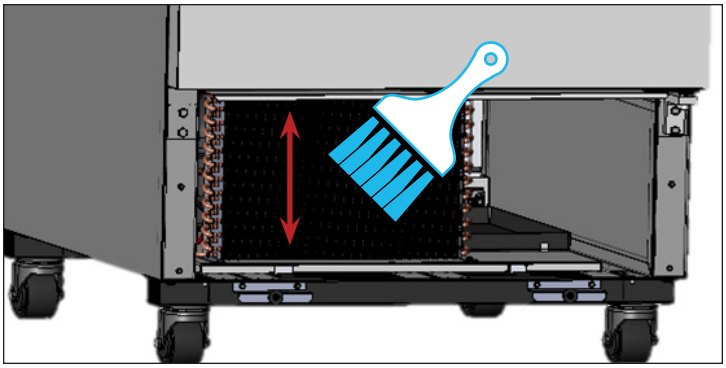

***Fig. 3.*** Never brush across the coil fins.
3. With a stiff bristle brush, carefully clean accumulated dirt from the front condenser coil fins. See fig. 3.